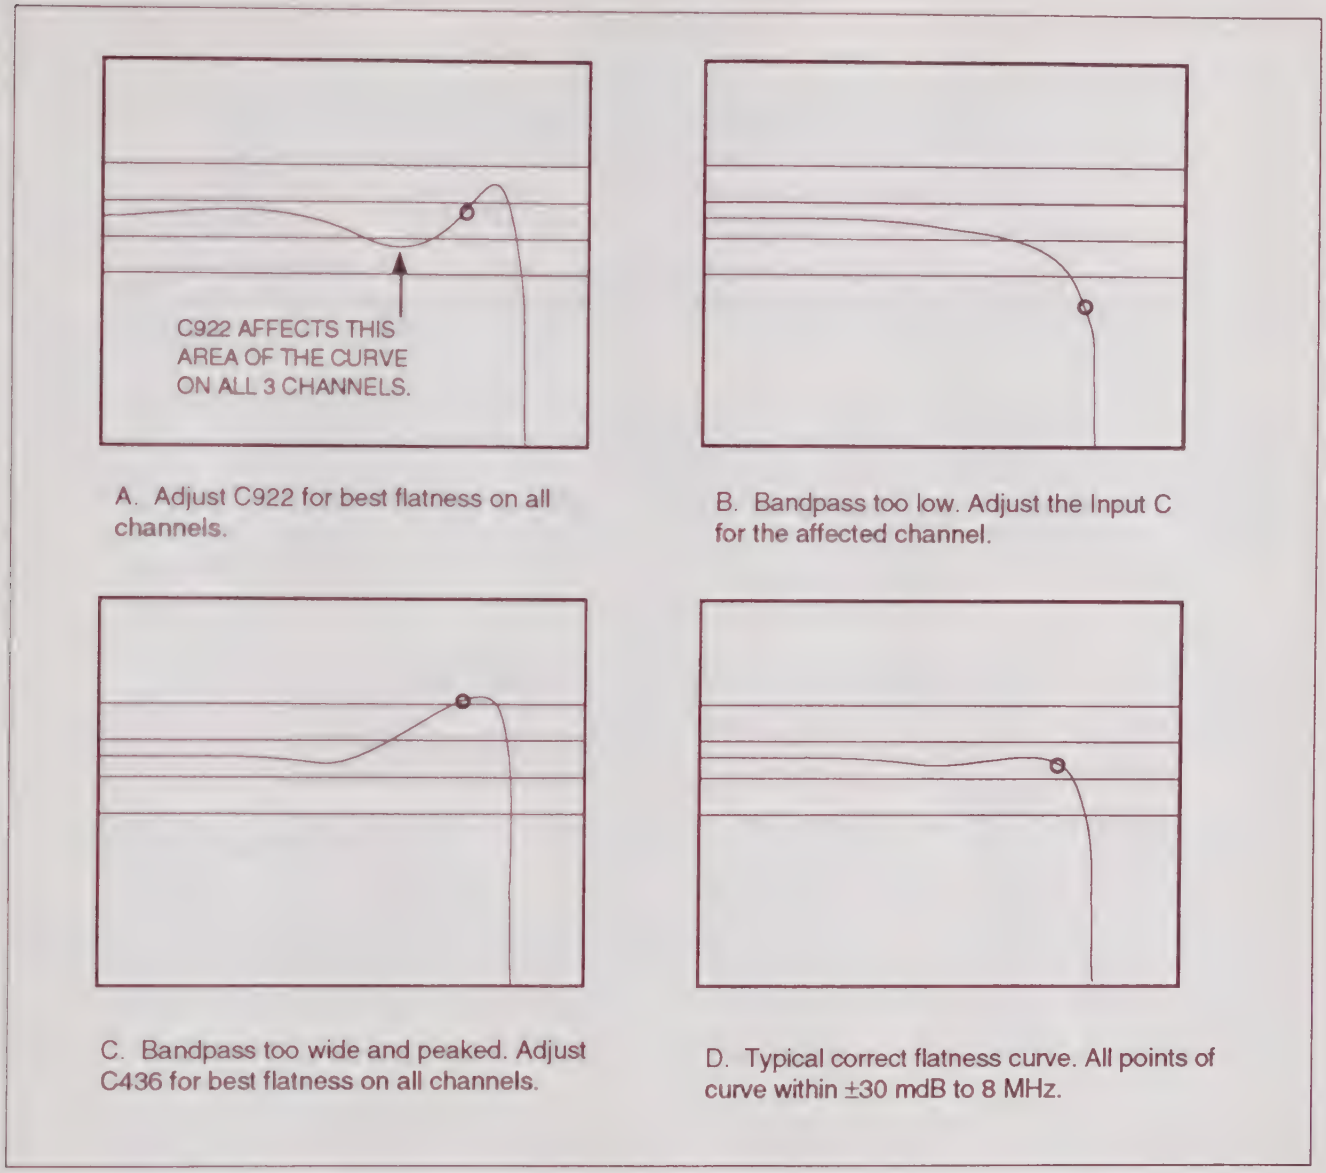

**Figure 4-3. Example gain-phase analyzer flatness waveforms for the VM700A.**
13. If the channel A frequency response is outside the limits specified in step 11, adjust C727 (you can also adjust C922 if necessary) to bring it into specification (see Figure 4-3).